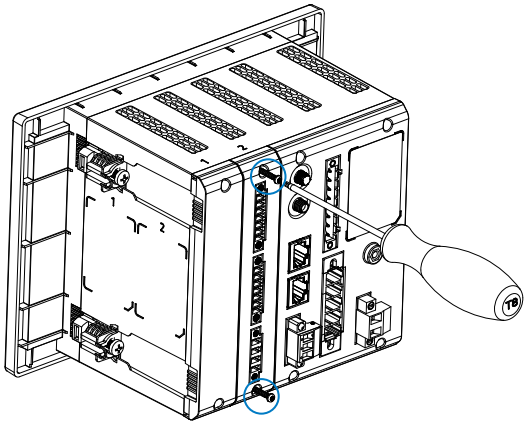

Figure 9: Step 4.
④ Secure the new slot cover with the two retaining screws using a Torx screwdriver (**Figure 9**).